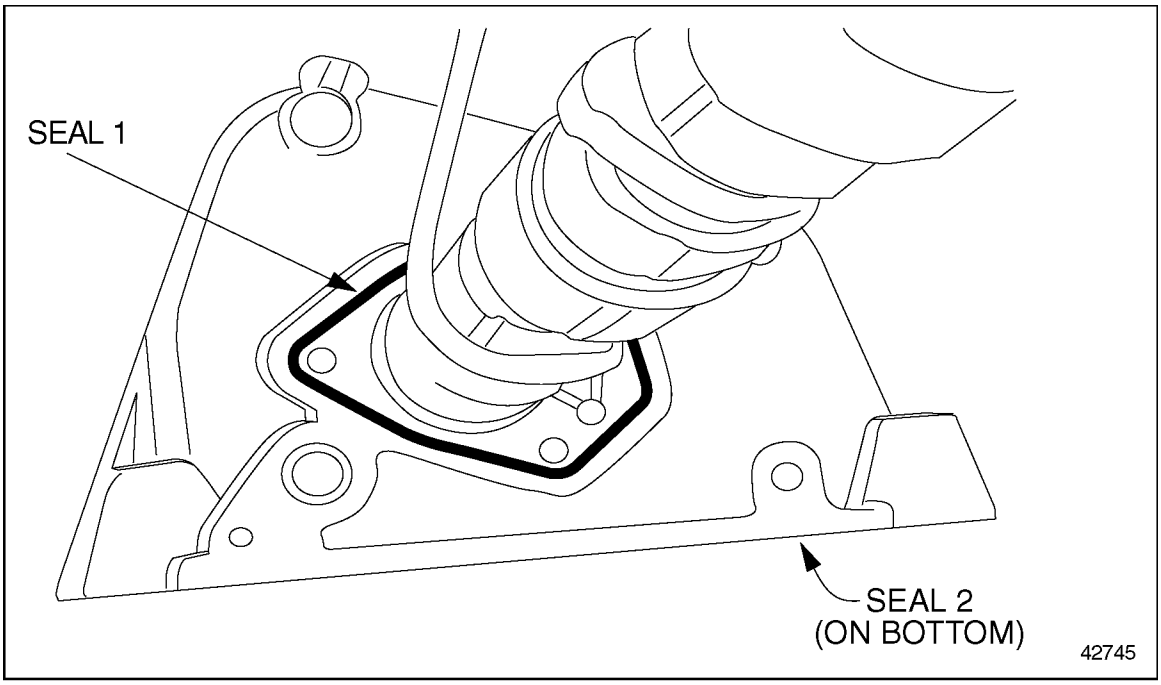

Figure 1-395 Camshaft Cover Seals
4. Ensure two seals are properly installed in camshaft gear cover. See Figure 1-395.